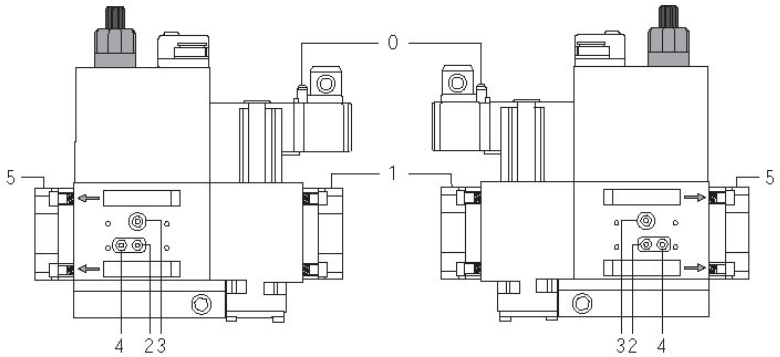
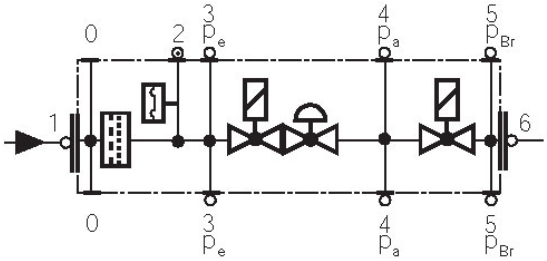

Fig. 45
Fig. 46
- Pulire o sostituire il filtro se la differenza di pressione fra i punti 1 e 2 (Fig. 45-Fig. 46) $\Delta p > 10$ mbar.